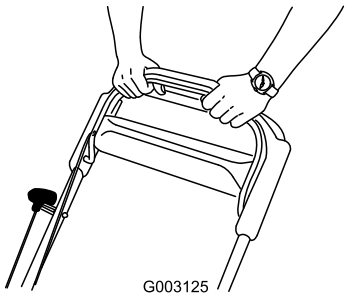

Figure 27
3. Hold the blade control bar against the handle (Figure 27).